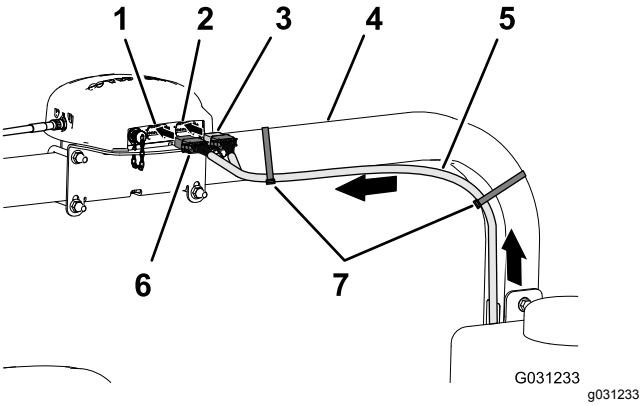

Figur 166
2. Før den 390 cm lange forgreningen av dataledningssatsen langs høyre veltebeskyttelsesrør med kontakten med tolv sokler (grå) og kontakten med tolv sokler (svart) opp mot navigasjonsmottakeren (Figur 166).
7. Fest den 390 cm lange forgreningen av dataledningssatsen til høyre veltebeskyttelsesrør med to kabelfester som vist i Figur 166.